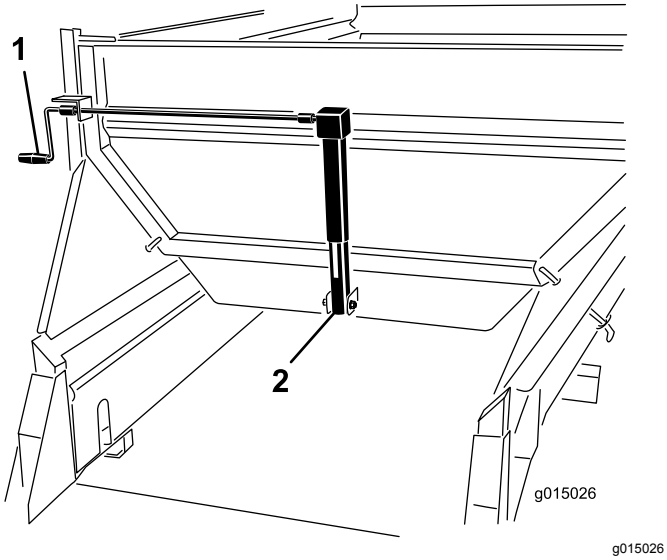

Figur 46
Vrid veven för att justera grinden (Figur 46) tills pilarna riktas in mot mitten av den önskade färgen (gul i detta exempel).
1. Vrid veven för att justera grinden (Figur 46) tills pilarna riktas in mot mitten av den önskade färgen (gul i detta exempel).